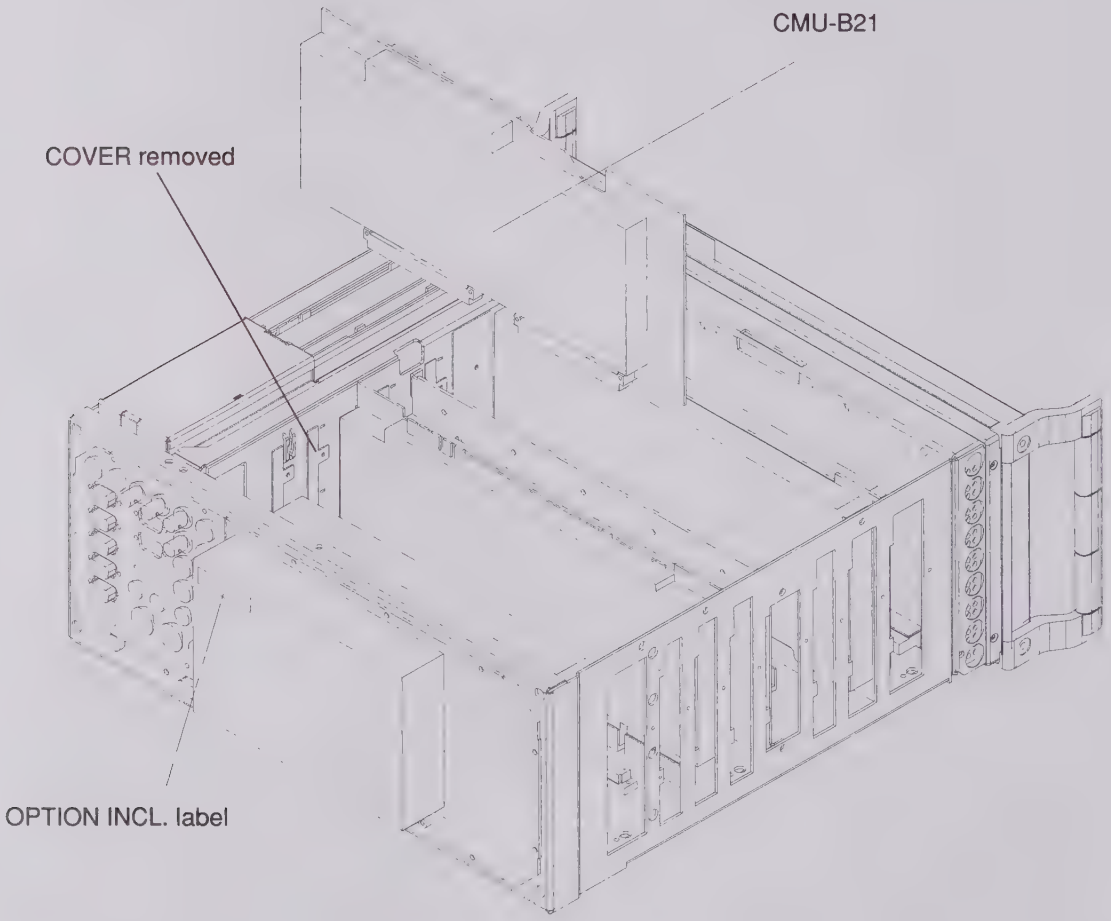

**Fig. 3**
2.1 Remove cover on the vent in the intermediate panel of the 7th slot as seen from the front (Fig. 3).